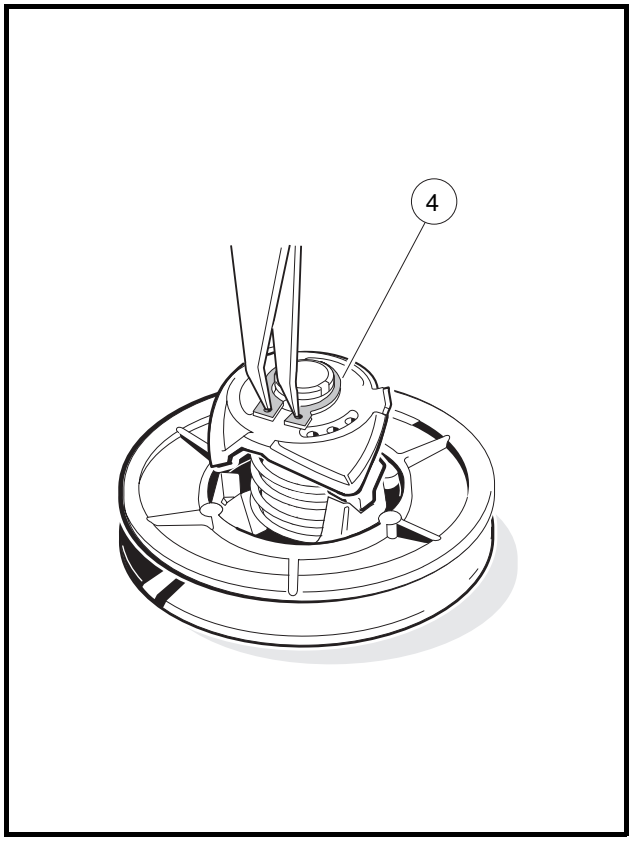

Figure 17-16 Remove Retaining Ring
1. Using external snap ring pliers, remove the retaining ring (4) **(Figure 17-16, Page 17-13)**. **See following WARNING.**